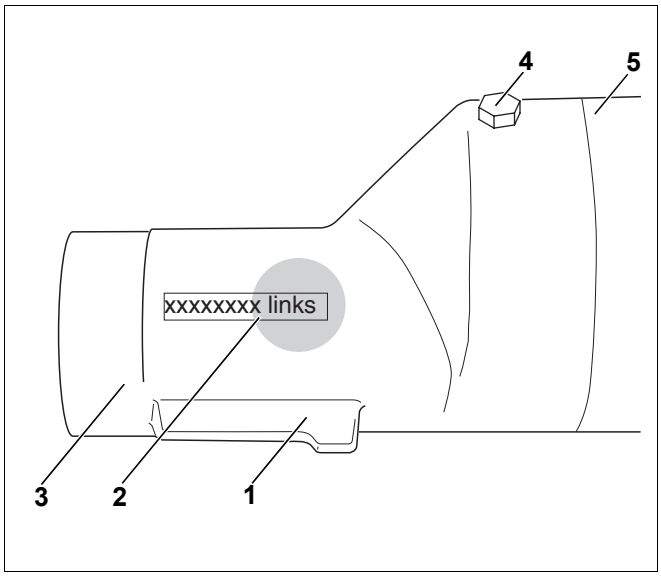

Rys. 24 Łącznik rury zasilającej, lewy
jeżeli łącznik rury zasilającej (rys. 24) zostanie zamontowany niewłaściwie.
- Należy sprawdzić, czy zostały włożone uszczelki (rys. 24, **poz. 3**) łącznika.
- Należy zwrócić uwagę na to, aby łącznik lewy (wytłoczone oznaczenie "links" – lewy, porównaj rys. 24, **poz. 2**) został zamontowany w górnej piaście lewego bloku kotła, a łącznik prawy (wytłoczone oznaczenie "rechts" - prawy) w górnej piaście prawego bloku kotła.
- Nałożyć łącznik rury zasilającej (rys. 24) na przedłużkę (rys. 24, **poz. 5**) i skręcić śrubą M5 x 16 (rys. 24, **poz. 4**) z przedłużką.